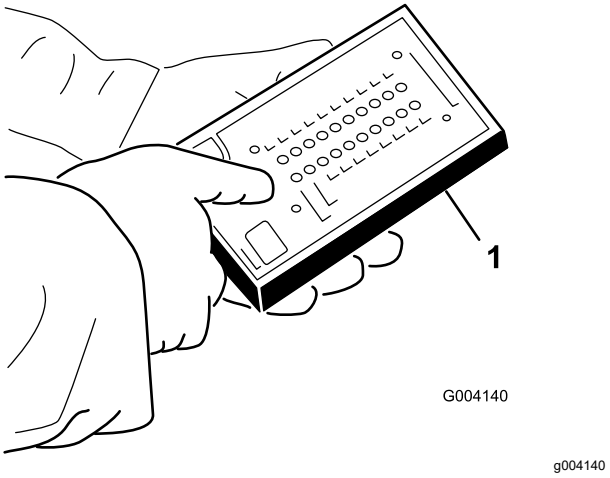

Figure 42
5. Branchez le connecteur de l'outil Diagnostic ACE au connecteur du faisceau de câblage (Figure 42).